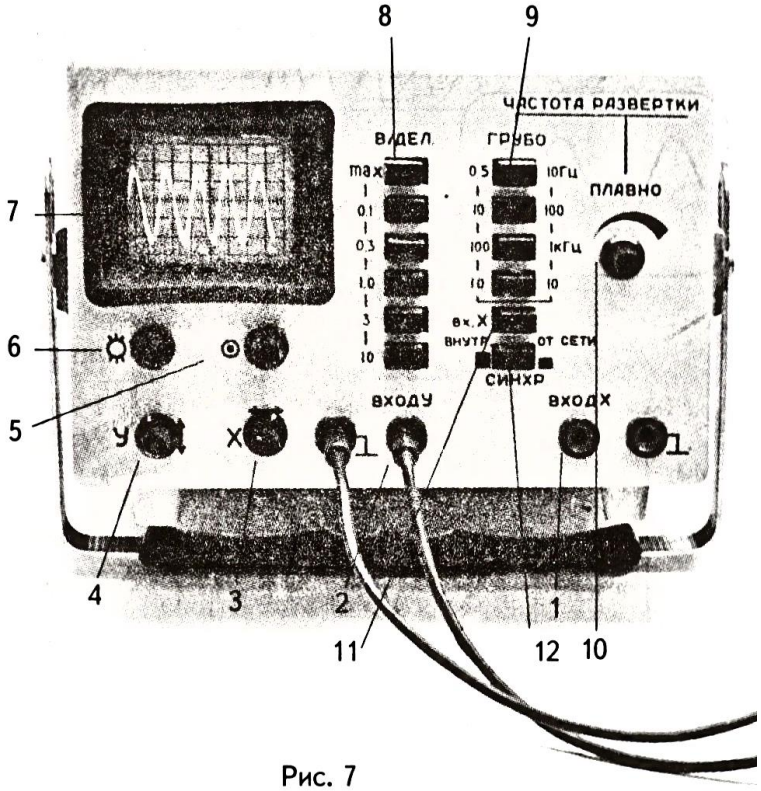

Рис. 7
1. Выясните назначения гнезд, ручек и кнопок управления осциллографа (рис. 7), пользуясь руководством по эксплуатации и предлагаемой литературой.